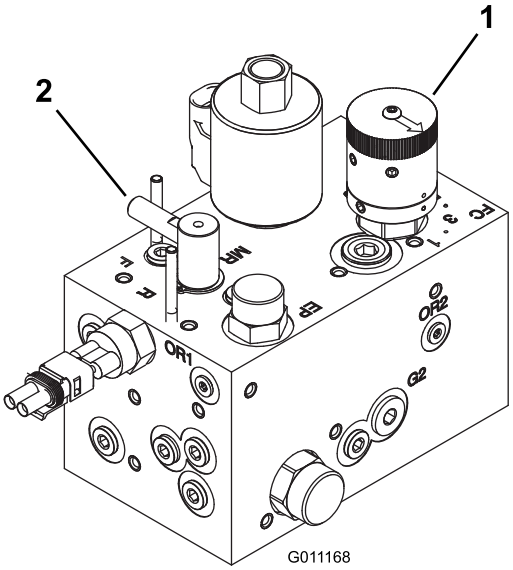

Figur 78
3. Drej baglapningsknappen til baglapningspositionen. Drej knivcylinderens hastighedsregulator til position 1 (Figur 78).